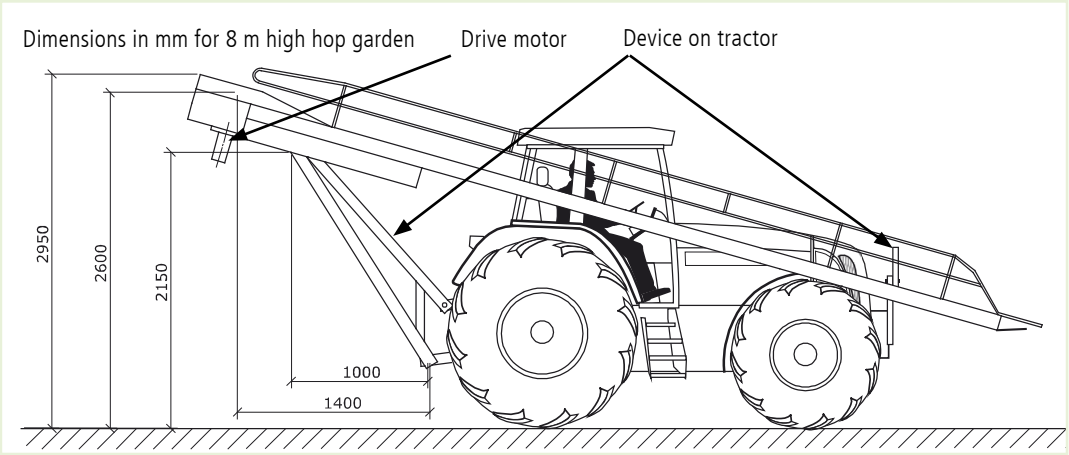

Fig. 12
1. The bine loader is attached to the side of the tractor/tractor unit using special devices (Fig. 12) at the front and rear. These devices, the hydraulic connections and the controller are not included in the scope of delivery. When using the devices, the instructions of the respective manufacturers must be observed. One attachment point of the machine is in the area of the bine entrance and the other two are in front of the tear-off head (see Fig. 4). The attachment points of the bine loader must be prevented from working themselves loose on the tractor. The devices can usually be adjusted hydraulically and must be stable and sufficiently sized to withstand the considerable strain caused by bumps, vibrations, etc. during harvesting and transport for further processing. There is a risk to life if attachment devices are incorrectly sized.
3. If using a loading truck, the dimensions (Fig. 12) must be observed. If using the control block, the instructions of the respective manufacturer must be observed.
The dimensions in Fig. 12 refer to average values for an 8 m high hop garden (bine height 6.5 m). They will vary depending on the height of the hop garden and the size of the tractor.
1. The harvest begins in the hop field. The bine loader is located on the side of the tractor/tractor unit (Fig. 12).
3. The tractor/tractor unit (Fig. 12) moves forward and the bine loader is switched on. The infeed chains 1.0 (Fig. 1) must have the same speed as the tractor. The hop bines are drawn in via infeed chains 1.0 (Fig. 1) and cut off with the disc cutter 3.0 (Fig. 2). The chain guide 4.0 transports the bine to the tear-off head 10.0 (Fig. 4). Here, the hop bine is separated from the hop garden.